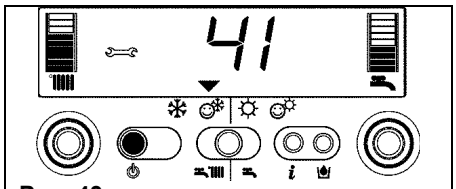
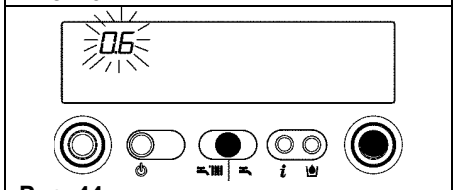

Рис. 43
Рис. 44
***Замечание**:* если минимальное значение давления в системе достигнет 0,6 бар, на дисплее начнет мигать значение давления (рис. 43). Если это значение опустится ниже минимального аварийного уровня (0,3 бар), на дисплее отобразится код аварии 41 (рис. 44) и будет гореть некоторое время, после чего, если авария все еще сохраняется, отобразится код неисправности 40 (смотри главу «Неисправности»).